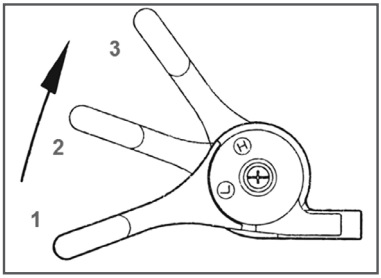

Рис. 5 Положения рычага газа
6. Рычаг газа переведите в среднее положение 2 (Рис. 5) – положение для запуска.
9. После запуска переведите двигатель в режим холостого хода. Для этого переведите рычаг газа в положение 3 (Рис. 5). Прогрейте двигатель на холостых оборотах в течение около 30-60 секунд.
1. Переведите двигатель в режим холостого хода, для этого рычаг газа переведите в нижнее положение 1 (Рис. 5).
a) регулятором давления 1 насоса (Рис. 5) – при вращении по часовой стрелке давление увеличивается, при вращении против часовой стрелки – уменьшается.